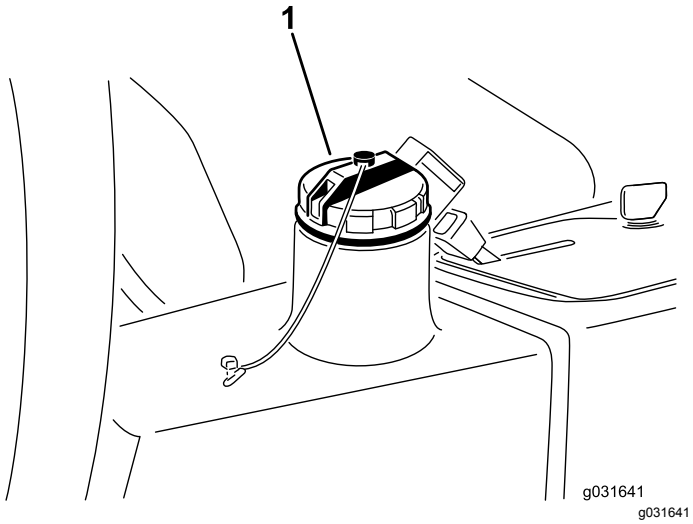

图 67
4. 向液压油箱图 67注入约 13.2L 液压油请参阅 检查液压系统 (页码 42)。